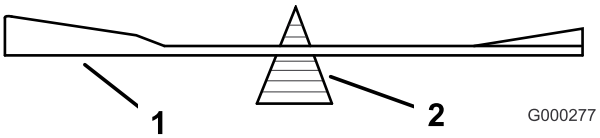
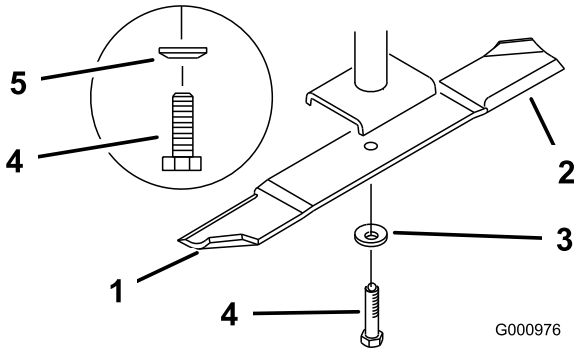

Figur 87
Figur 88
2. Ta bort knivbulten, fjäderbrickan och kniven från spindelaxeln (Figur 88).
2. Kontrollera knivens balans med en knivbalanserare (Figur 87). Om kniven stannar kvar i ett horisontellt läge är den i balans och kan användas. Om kniven inte är balanserad kan du fila bort lite metall från knivens segeldel (Figur 88). Upprepa proceduren tills kniven är balanserad.
1. Montera kniven på spindelaxeln (Figur 88).
2. Montera fjäderbrickan och knivbulten. Fjäderskivans kon måste monteras mot bultens huvud (Figur 88). Dra åt knivbulten till 115–149 Nm.